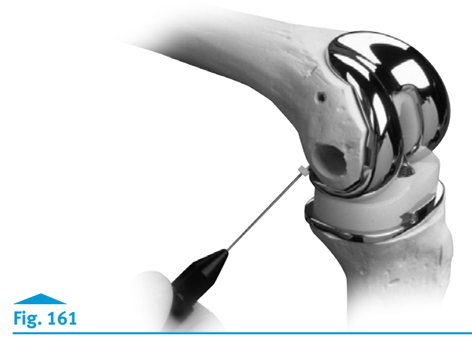

Fig. 161
- Remove the Condylar Trephine Guide from the femoral component by loosening the thumb screw. Use the Hex Cap Removal Tool to remove the polyethylene plug from the hex in the hinge pin by pressing the tip into the center of the hinge pin plug and turning **(Fig. 161)**.